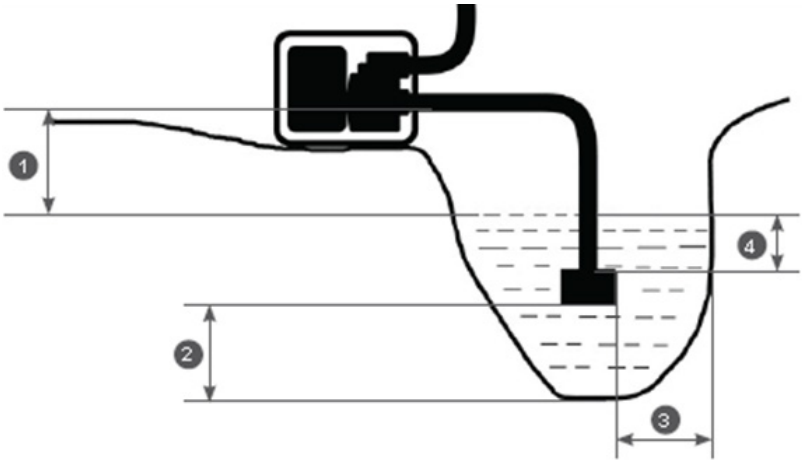

Рис. 16 Расположение мотопомпы и всасывающего фильтра
1. Установите мотопомпу вблизи водоема (емкости) на твердую ровную горизонтальную поверхность, опустите всасывающий рукав с установленным фильтром в водоем (емкость), обеспечив вертикальное положение фильтра. При расположении всасывающего рукава с установленным фильтром соблюдайте все требования, указанные на Рис. 16.
2. Необходимо установить мотопомпу как можно ближе к водоему. Чем меньше высота расположения мотопомпы по отношению к уровню забора воды (Рис. 16 п. 1), тем быстрее происходит всасывание жидкости и выше производительность насоса.
Не превышайте высоту расположения мотопомпы по отношению к уровню забора воды (Рис. 16 п. 1).
4. В процессе выкачивания воды из водоема (емкости) уровень воды в водоеме (емкости) будет естественным образом понижаться. Если требуемые расстояния (Рис. 16 п. 2, 3, 4) между всасывающим фильтром и стенками, и дном водоема (емкости) не соблюдаются, выкачивание воды следует прекратить.